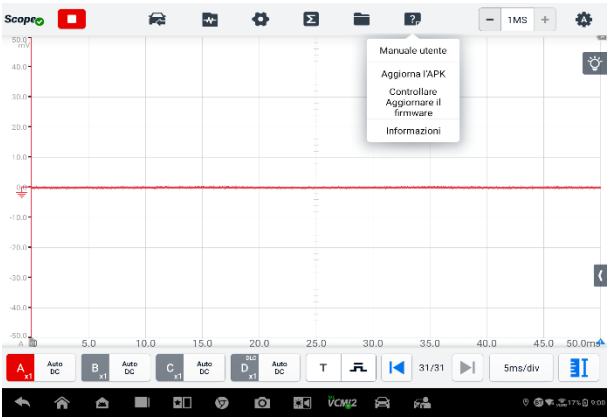

Figura 9-2 ***Schermata di aiuto***
1. Tocca il pulsante **Aiuto** sulla barra degli strumenti superiore dello schermo. Verrà visualizzato un menu a discesa. (Vedi *Figura 9-2 Schermata di aiuto*)